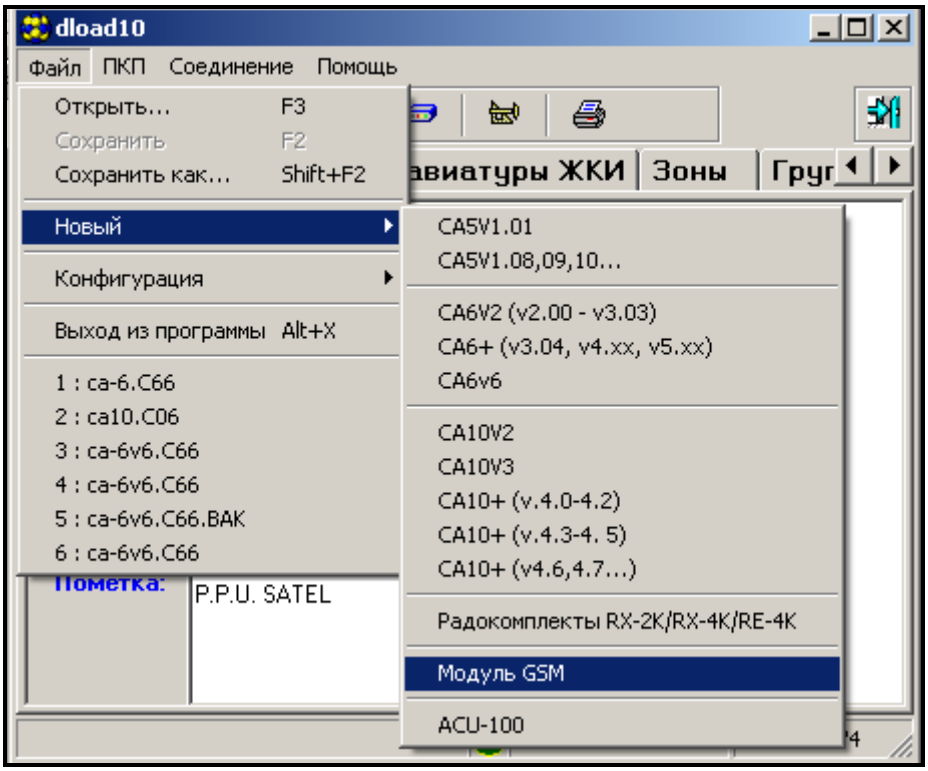

Рисунок 7.
1. Откройте окно с данными модуля, выбрав из меню программы **Файл →Новый →Модуль GSM** (см.: Рис. 7).